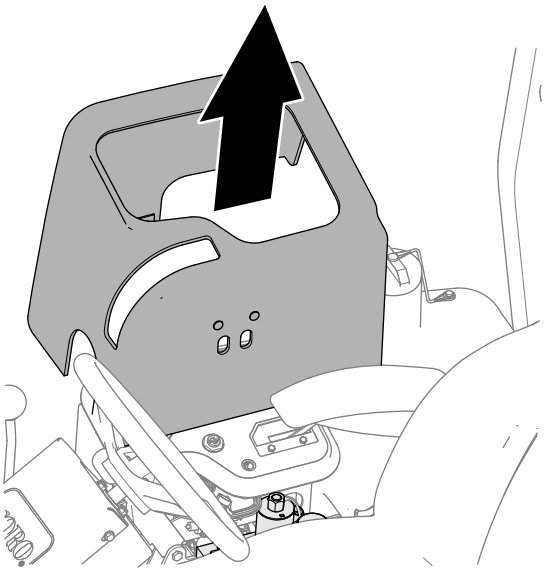

Figur 89
3. Løft det magnetisk monterede konsoldæksel (Figur 89) for at blotlægge plæneklippermanifolden.